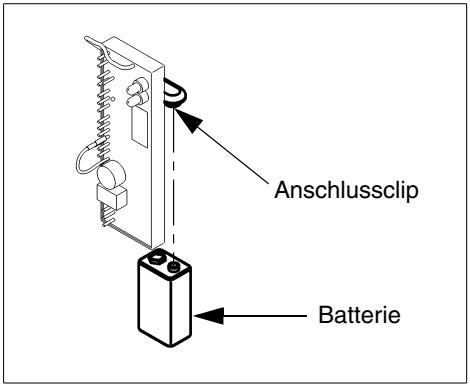

Abb. 11: Batteriewechsel
- Die Batterie hinter der elektrischen Schaltung vom Anschlussclip der Anschlussleitung lösen (siehe Abb. 11).